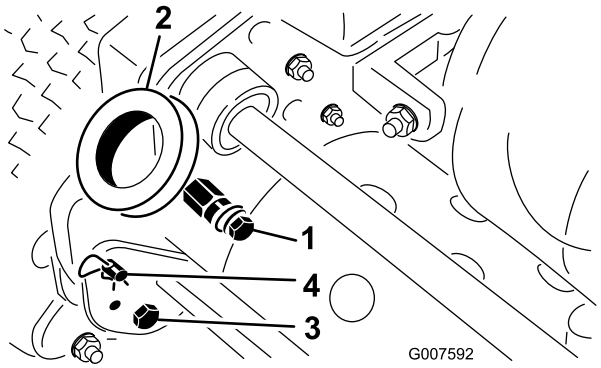

Figur 2
1. Fjern boltene og låsemutrene som holder enden av styrearmene festet på hver side av maskinen (Figur 2).
2. Fjern hårnålssplintene og ringsplintene som holder styrearmene festet til bakdelen av rammen (Figur 2).
3. Putt håndtaksendene inn gjennom hullene i styrearmene, og rett opp hullene med monteringspinner (Figur 2).
1. Fjern hårnålssplintene fra ringsplintene på hver side av maskinen (Figur 2).
2. Mens du støtter opp håndtaket, fjerner du ringsplintene fra hver side og hever eller senker håndtaket til ønsket driftsstilling (Figur 2).